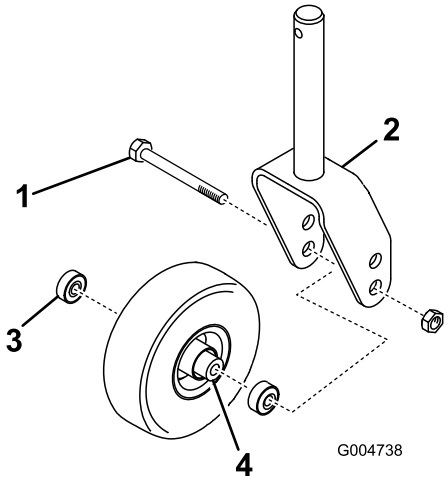
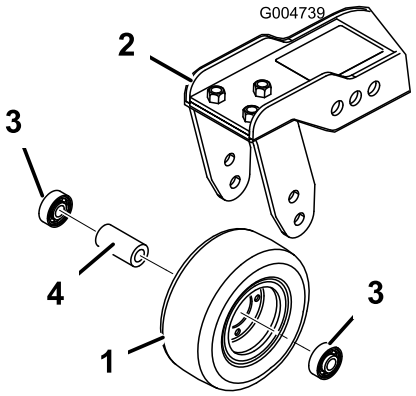

Figura 82
Figura 83
1. Retire la contratuerca del perno que sujeta el ensamble de la rueda giratoria entre la horquilla (Figura 82) o el brazo de pivote (Figura 83). Sujete la rueda giratoria y retire el perno de la horquilla o del brazo de pivote.
2. Retire el cojinete de la rueda y deje que se caiga el suplemento del cojinete (Figura 82 y Figura 83). Retire el cojinete del otro lado de la rueda.